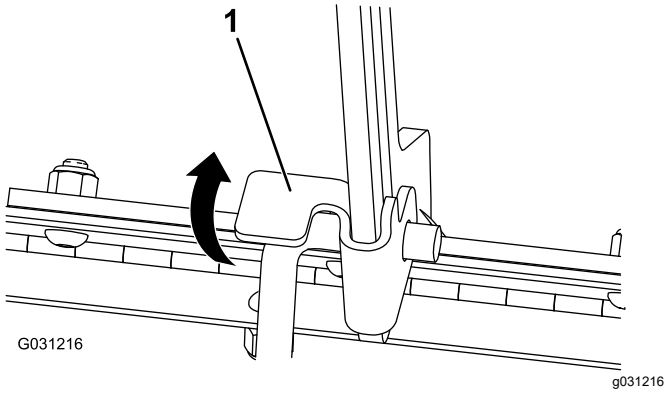

**Rysunek 33**
1. Unieś za uchwyt zabezpieczający podpórkę (Rysunek 33)